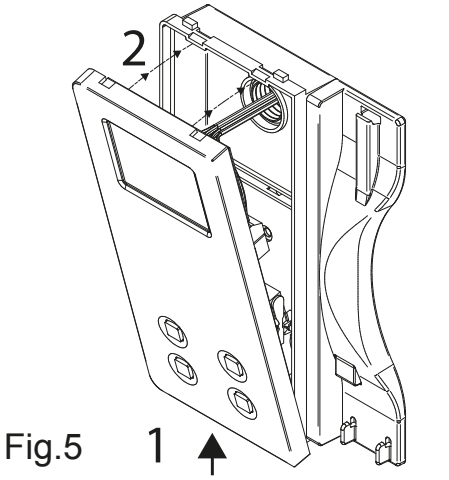

Fig.5
- *Once testing is complete and all the necessary adjustments are made, disconnect the handset from the cover and close the unit as shown in figure 5: first hook it on the bottom then push in the top until you hear the clip.*